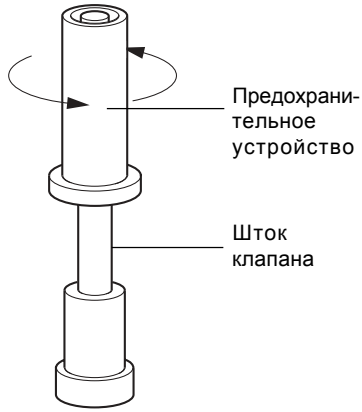

Рис. 8
- Теперь можно открутить со штока предохранительное устройство и накрутить новое. (см. Рис. 8).